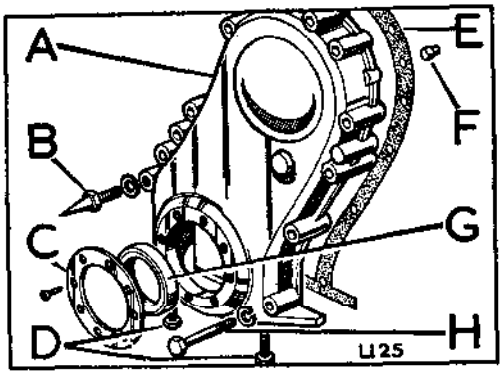

**Fig. A3-83. Front cover fixings**
3. Fit the front cover and secure, Fig. A3-83 refers for fixings.